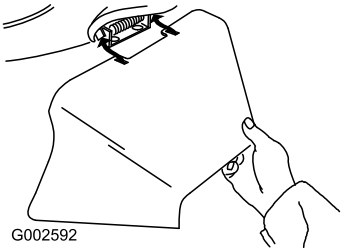

Figur 32
3. Montera sidoutkastarriktaren och stäng luckan till riktaren (Figur 32).